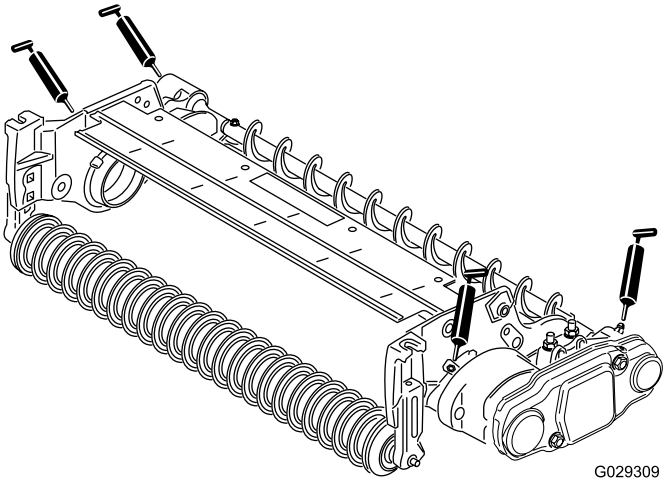

Figura 19
26. Lubrifique os bocais de lubrificação em cada caixa de rolamentos da escova do rolo e resto da unidade de corte com massa lubrificante nº 2 para utilizações gerais, à base de lítio (Figura 19).